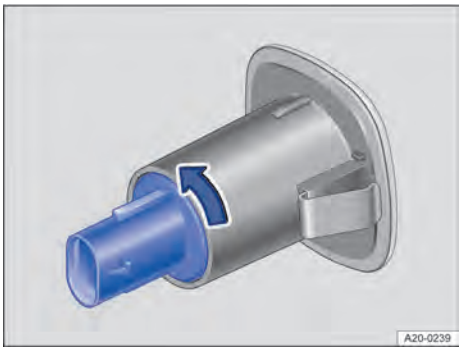

**Fig. 164** Cambiar la lámpara del intermitente lateral.
4. Gire el portalámparas en el sentido de la flecha y extraiga la lámpara hacia atrás de la carcasa → fig. 164.
7. Coloque el portalámparas en la carcasa y gírelo en el sentido contrario al de la flecha hasta el tope → fig. 164.